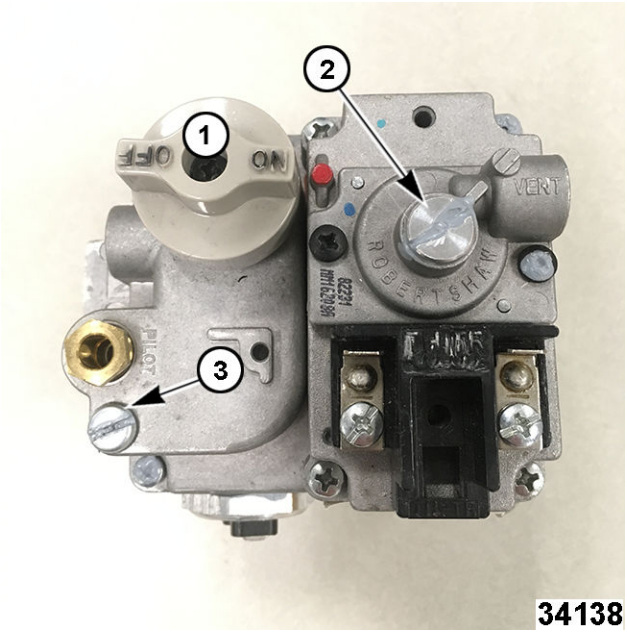

Fig. 132
1. Open the door(s) and turn the gas combination valve off (1, Fig. 132).
5. Remove adjustment screw cover (2, Fig. 132) to access pressure adjustment screw.
A. Remove gas valve pilot adjustment cover (3, Fig. 132) to expose adjustment screw.